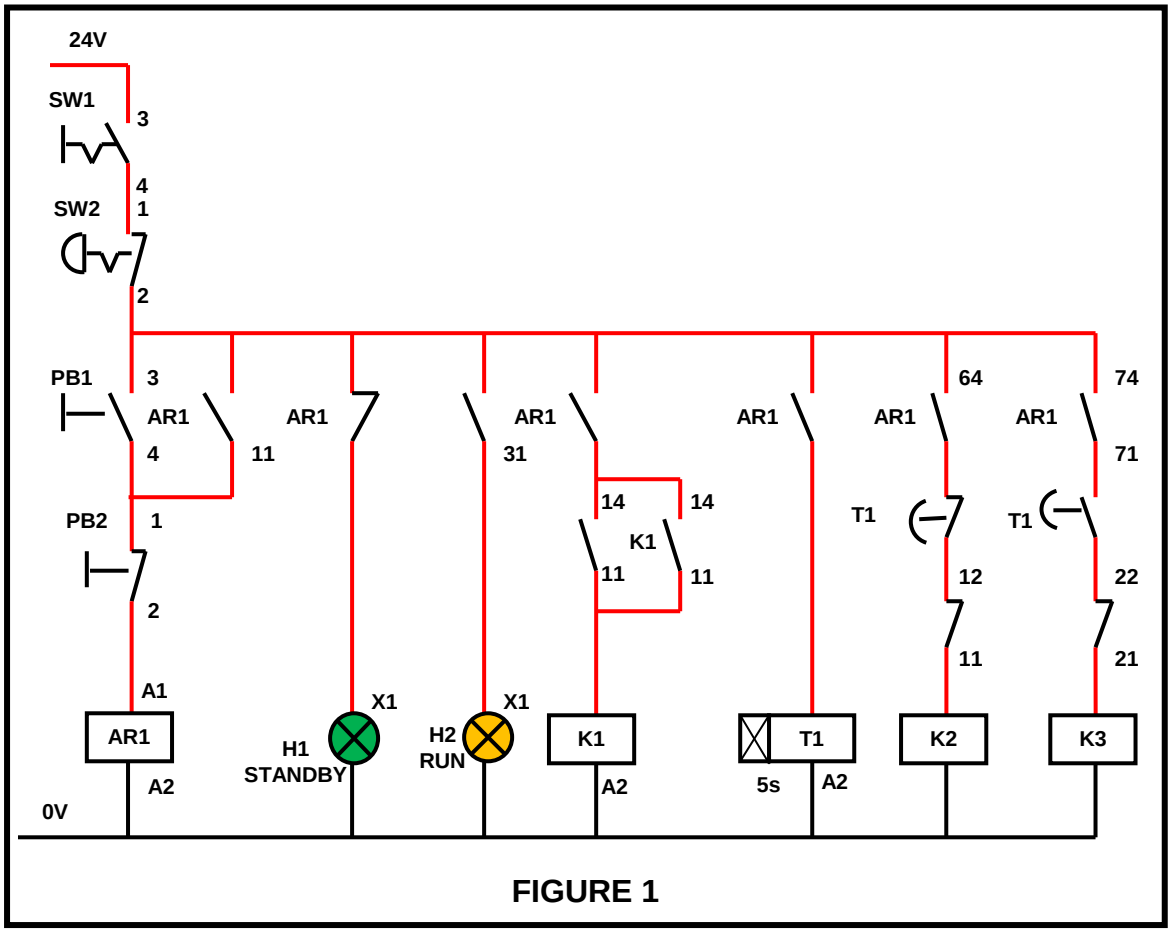

FIGURE 1
3.2 Study the STAR-DELTA (RLL) hardwired control circuit in FIGURE 1 below.
3.2.1 Explain the sequence of operation of the contactors used in FIGURE 1. (3 × 1) (3)
4.1 Study FIGURE 1 above and write a PLC LAD source code for the STAR/DELTA starter using the information developed in QUESTION 3.2. (8 × 1) (8)